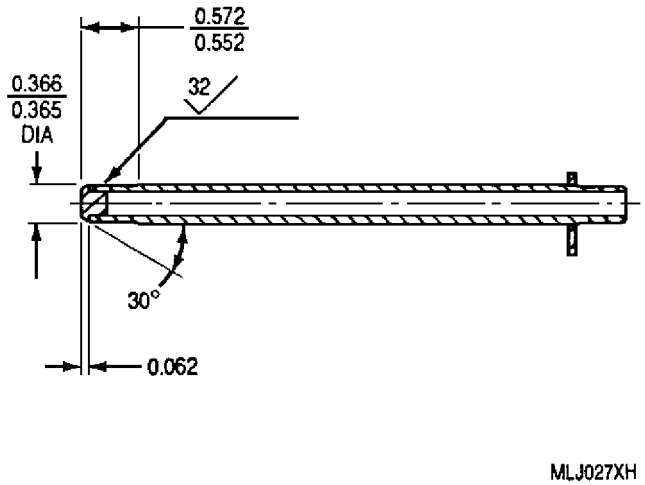

Figure 1. Pinion Gear Oil Jet Tube Assembly − Journal Wear Repair
5. PINION GEAR OIL JET TUBE ASSEMBLY − PILOT JOURNAL WEAR REPAIR. (figure 1) Pilot journal wear may be repaired by silver−braze method (step a.) or by optional chrome−plate repair method (step b.).
a. Silver−braze repair pilot journal (figure 1) as follows:
(1) Buildup journal using torch brazing method and AMS 4770 filler metal. Refer to AMS 2665.
(2) Finish machine journal to dimensions and surface finish shown. Maintain concentricity with opposite end outside diameter within 0.005 in. FIR. Restore chamfer.
b. (Optional method) Chrome−plate repair pilot journal (figure 1) as follows:
(1) Machine journal to 0.356 in. maximum to remove wear, hold material removal to a minimum. Maintain concentricity with opposite end outside diameter within 0.005 in. FIR.
(2) Chrome plate journal area to a dimension sufficient to obtain finish dimensions. Refer to WP 018 00.
(3) Finish machine journal to dimensions and surface texture shown. Maintain concentricity with opposite end outside diameter within 0.005 in. FIR. Restore chamfer.